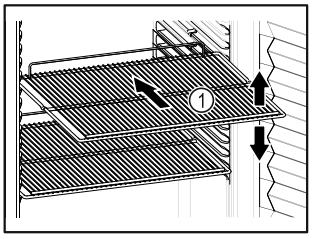

*Fig. 59 Reprezentare exemplificativă*
- ❑ Dacă polițele *Fig. 59 (1)* pot fi mutate, adaptați-le în funcție de înălțime.